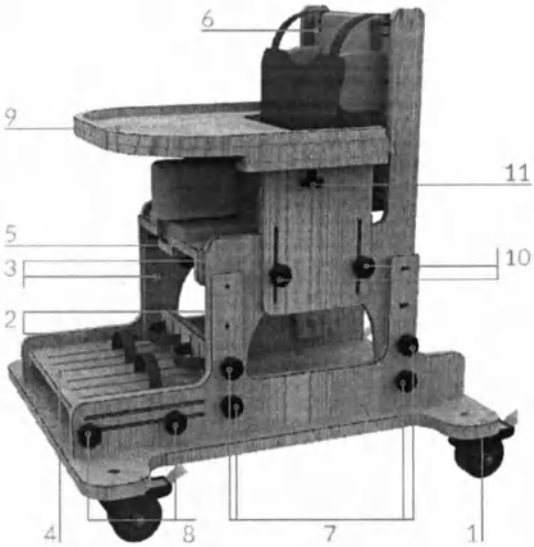

Рис. 2 – Общий вид опоры
Опора (рис. 2) состоит из основания на колёсах (1) (наличие основания с колёсами в комплекте поставки, см. в таблицу на стр. 15-16), к которому крепятся боковины (2) и (3). К боковинам (2) крепится подножка (4). К боковинам (3) крепится сиденье (5), спинка (6) и столик с подлокотниками (9). Каждое колесо снабжено тормозом для фиксации опоры на одном месте.
Основание с боковинами (рис. 2)
Подножка (рис. 2)
Столик (рис. 2)
Сиденье (рис. 2 и 3)